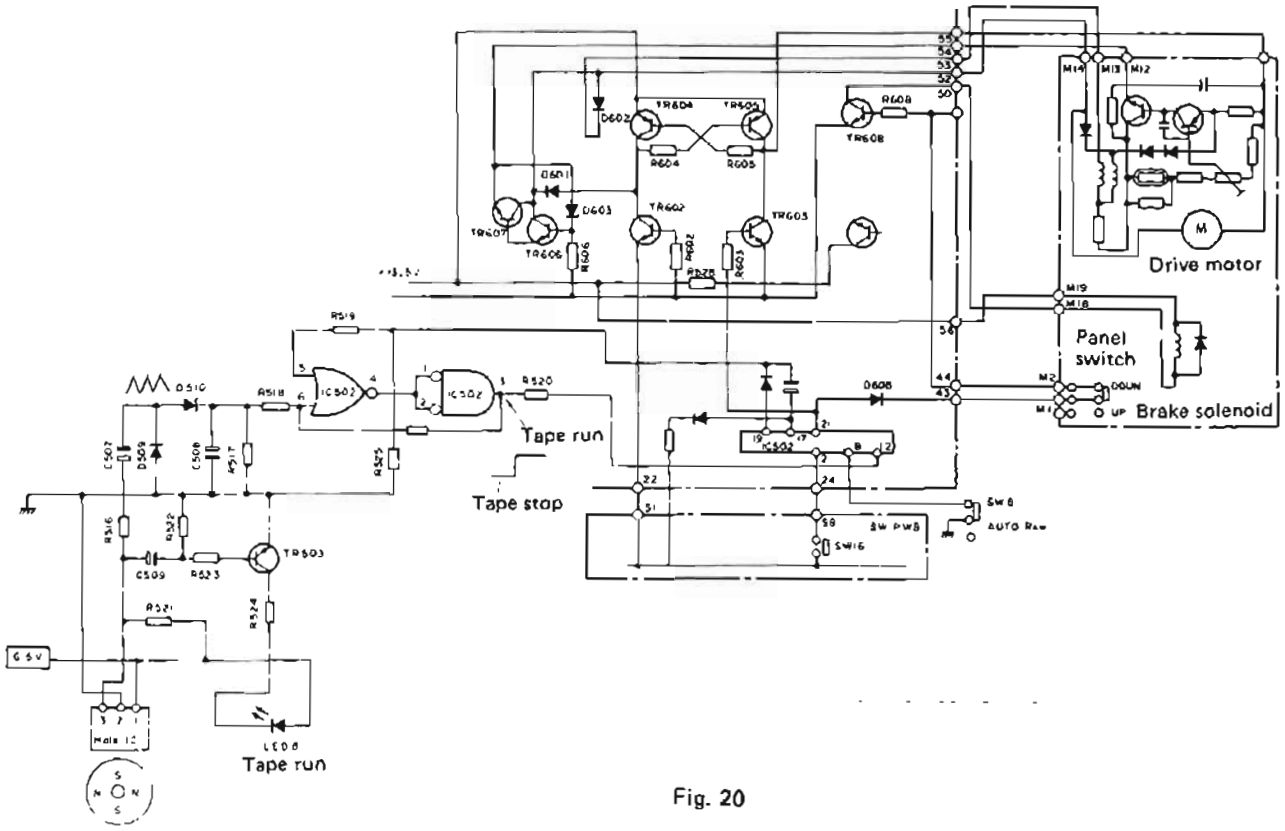

Fig. 20
9. AUTO REW (See Fig. 20.)
Leaving the deck unattended but ready to start recording by itself after the lapse of a preset time is a special standby mode implemented by two timer switches (SW-6-1) and (SW6-2) connected to pins (1) and (8) of IC503, as shown in Fig. 20, in which the diagram reflects REC mode. These switches are of lever type.